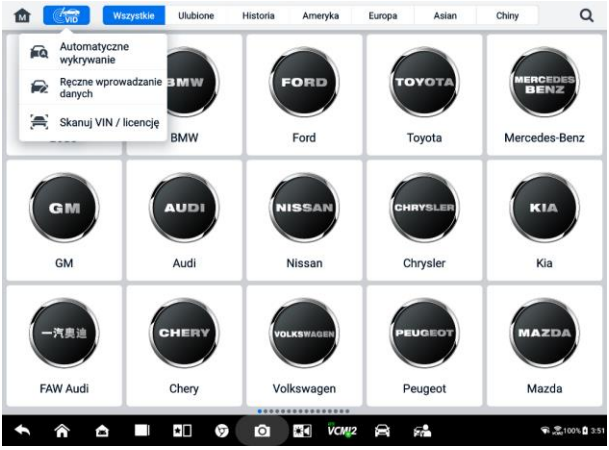

Rysunek 6-6 ***Ekran przycisku VID***
2. Kliknij przycisk **VID** na górnym pasku narzędzi (zobacz *Rysunek 6-6 Ekran przycisku VID*).
Kliknij, **aby zeskanować numer VIN/tablicę rejestracyjną** na liście rozwijanej (zobacz *Rysunek 6-6 Ekran przycisku VID*), kamera zostanie otwarta. Po prawej stronie ekranu, od góry do dołu, dostępne są trzy opcje: **Skanuj kod kreskowy, Skanuj numer VIN** i **Skanuj tablicę rejestracyjną.**